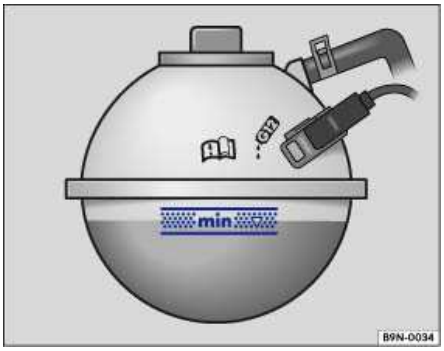

Fig. 155 Coolant expansion tank in the engine compartment.
- When the engine is cold, check the engine coolant level relative to the marking on the side of the expansion tank ⇒ fig. 155.